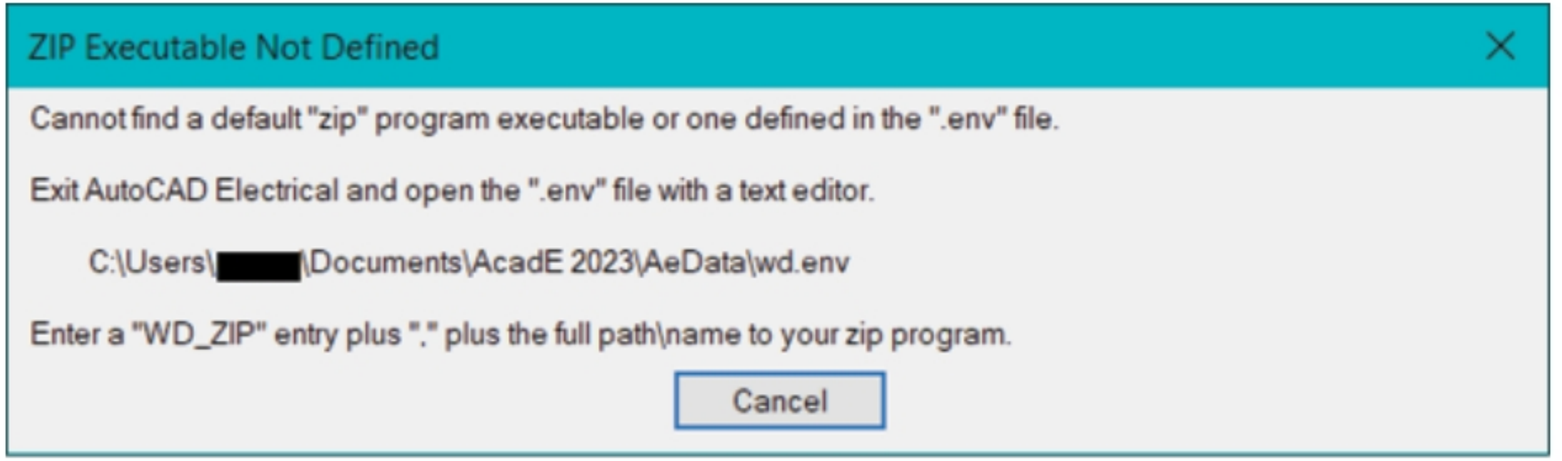

Figure-38. Error message
- Click on the **Zip Project** tool from the **Plot/Publish** drop-down in the **Project Manager**. If you are creating the zip file for the first time in this version of AutoCAD, then you will get the error message as shown in Figure-38.